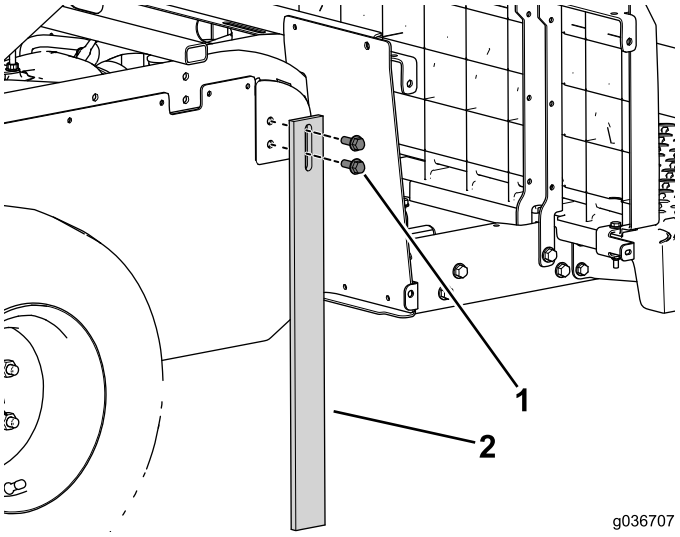

Figure 14
3. Use the 4 flange bolts to install the support legs to both sides of the machine (Figure 14).